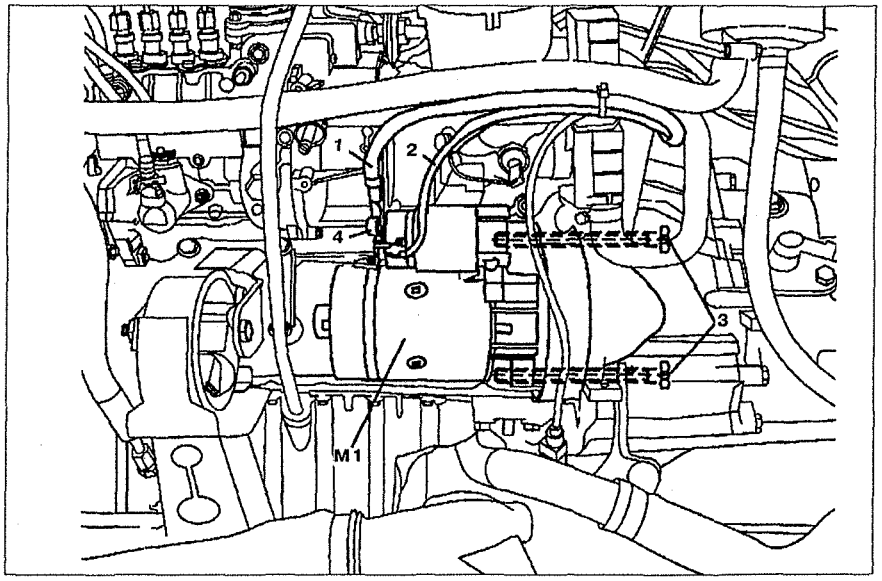

Рис. 2.136. Стартер:
3. Снимите защиту **4** контакта (см.рис.2.136).